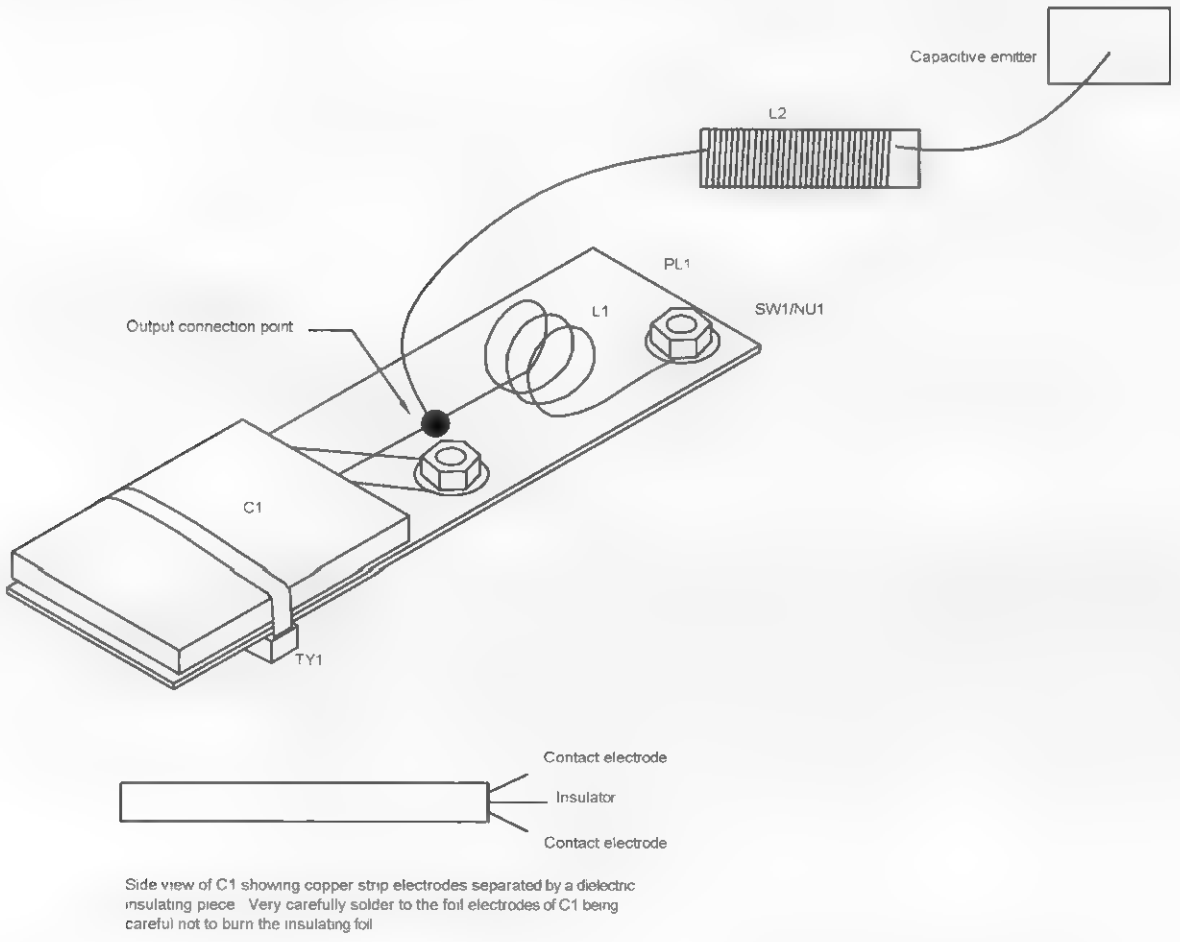

Figure 12-4 *Generator board bottom view*
2. Form a three-turn 1-inch diameter coil (L1) from 1/2-inch sheet copper or #14 solid copper wire, as shown in Figure 12-4. Note the leads as attached to the capacitor (C1) and the end gap holder.